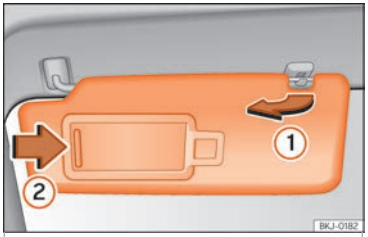

Fig. 105 Sun visor on the driver side.
- The sun visor can be pulled out of its mounting and turned towards the door ››› Fig. 105 ①.